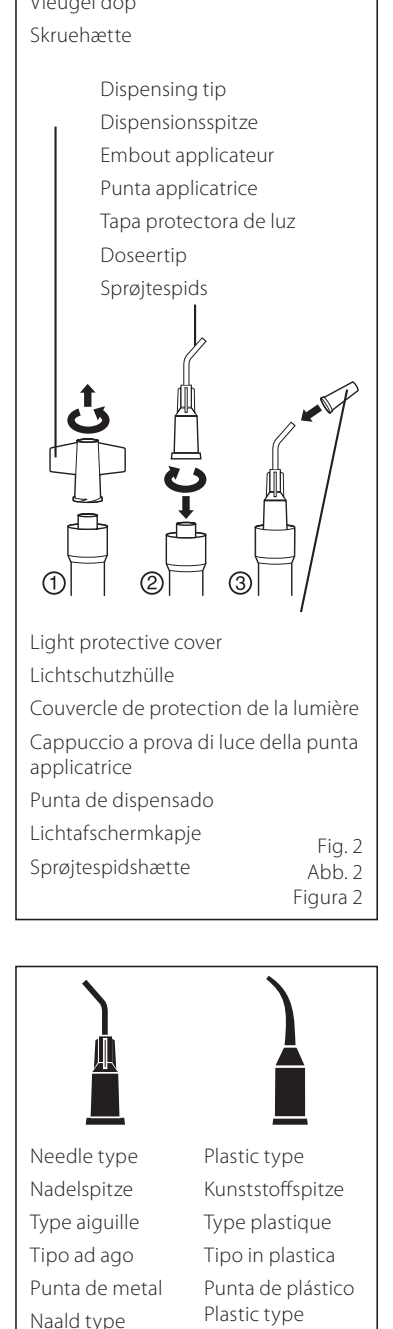

Fig. 2 Abb. 2 Figura 2
1) Hold the syringe upright and remove the wing cap by turning counterclockwise. Take care not to expose material to direct light from the dental lamp or natural light (Fig. 2).
2) Promptly and securely attach the dispensing tip (plastic or needle type) to the syringe by turning clockwise (Fig. 2)(Fig. 3).
3) After attaching the dispensing tip, protect it with the cover until ready for use in order to avoid exposure to light (Fig. 2).
1) Zunächst die Schutzkappe von der Spritze entfernen, diese dabei aufrecht halten, um ein unbeabsichtigtes Austreten des Materials zu verhindern. Die Kappe durch Drehen entgegen dem Uhrzeigersinn öffnen – dabei das Material nicht direktem Licht aussetzen, um ein frühzeitiges Härten zu vermeiden (Abb. 2).
2) Die beiliegende Dispensionspitze anbringen– diese durch Drehen im Uhrzeigersinn befestigen (Abb. 2) (Abb. 3).